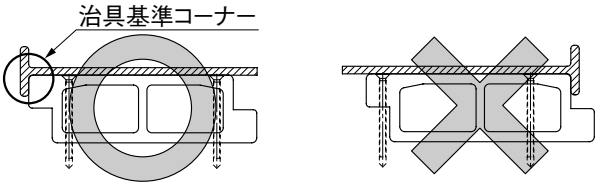

図4-5　固定ネジ治具使用例
- 内面床板に固定ネジ治具で下孔位置を加工する際、治具の当て方に注意してください。基準方向を間違えるとネジが補強部分から外れます。（図4-5参照）